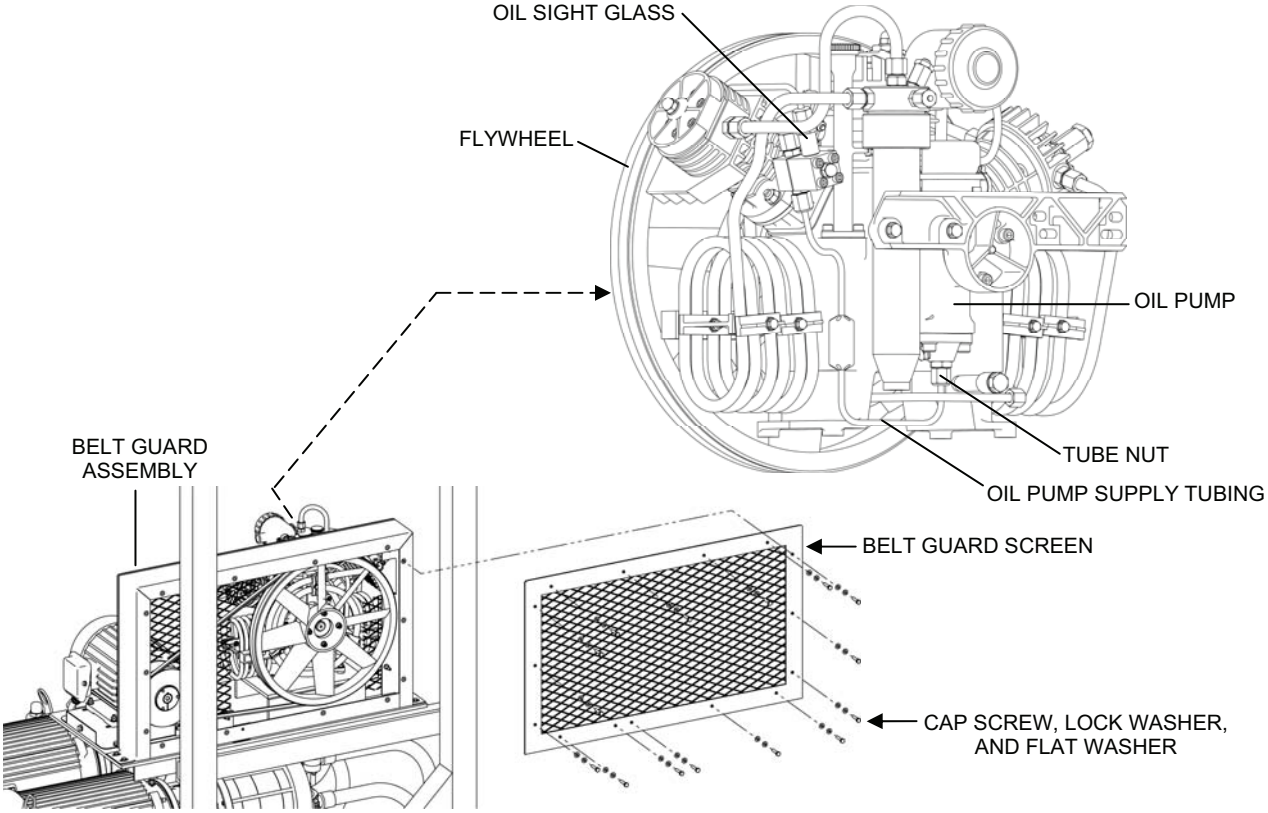

Figure 8. Air Compressor Oil Pump Supply Tubing and Flywheel.
3. Bleed the air compressor lubrication system (vent the oil pump) as follows (Figure 8):